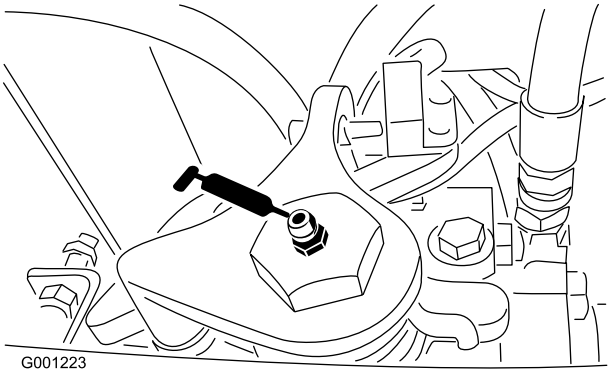

Figuur 41
- As van transmissie in vrijstand (Figuur 41)